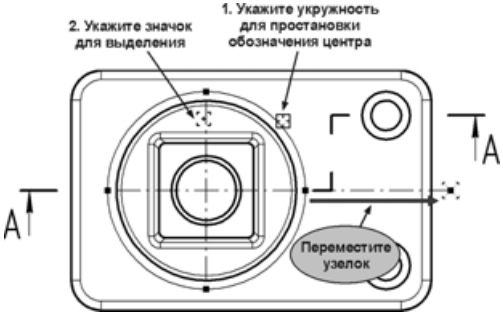

Рис. 3.49
- Укажите мишенью любую точку внешней тонкой окружности – система построит изображение обозначения центра указанного объекта (рис. 3.49).
- Укажите значок **Обозначение центра** — система выделит его цветом и сгенерирует узелки управления (рис. 3.49).